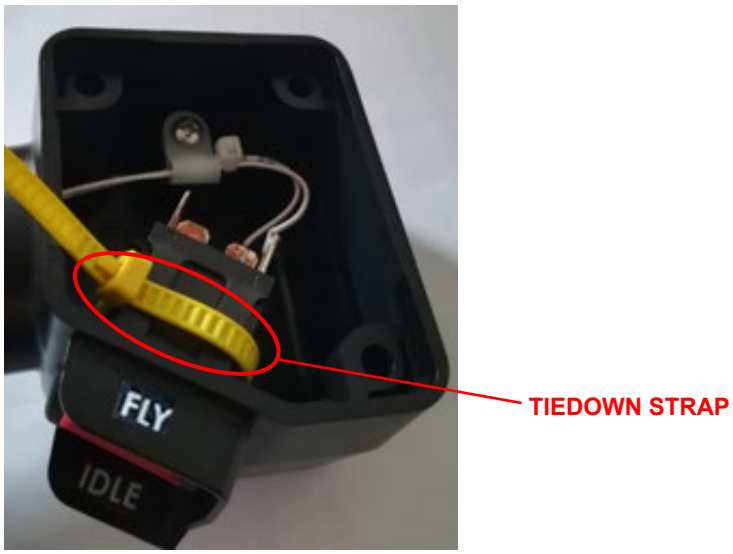

Figure 3 – Tiedown strap installation around the switch
4. Refer to Figure 3. Put the tiedown strap around the switch.